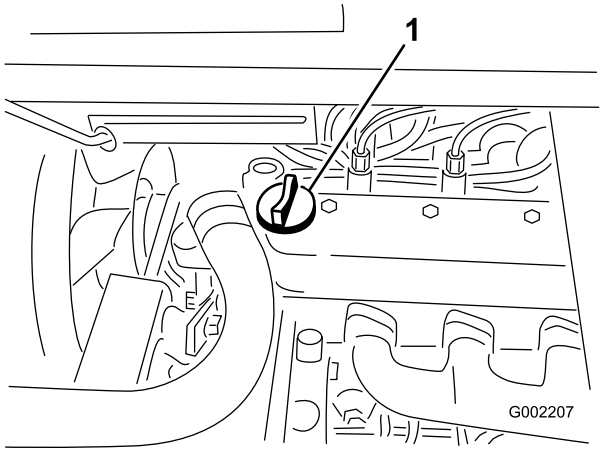

Figur 17
3. Hvis oliestanden er lav, skal påfyldningsdækslet tages af ventildækslet (Figur 17), og olie hældes i åbningen, indtil oliestanden når Full-mærket på målepinden. Se Serviceeftersyn af motorolien i afsnittet Motorvedligeholdelse for at få oplysninger om olietype og viskositet. Hæld langsomt olie på, og kontroller niveauet ofte under denne proces. Fyld ikke for meget på.